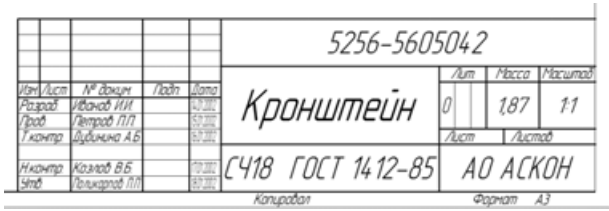

Рис. 3.71
- Для заполнения ячейки необходимо щелчком мыши сделать ее текущей и ввести нужный текст. Заполните основную надпись по образцу на рис. 3.71.